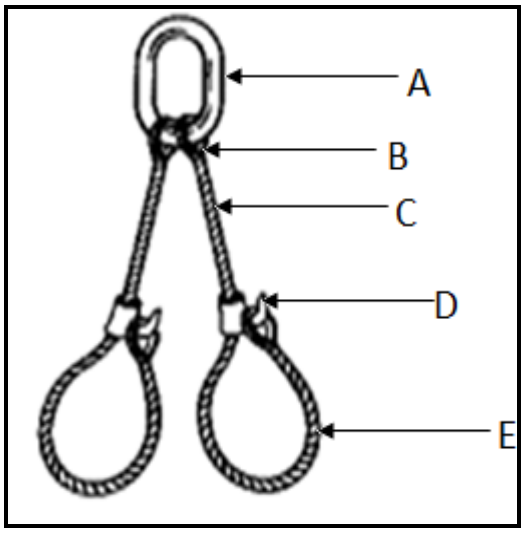

FIGUUR 2
4.1 FIGUUR 2 hier onder toon 'n strop ('sling') wat tydens takelwerk gebruik word.